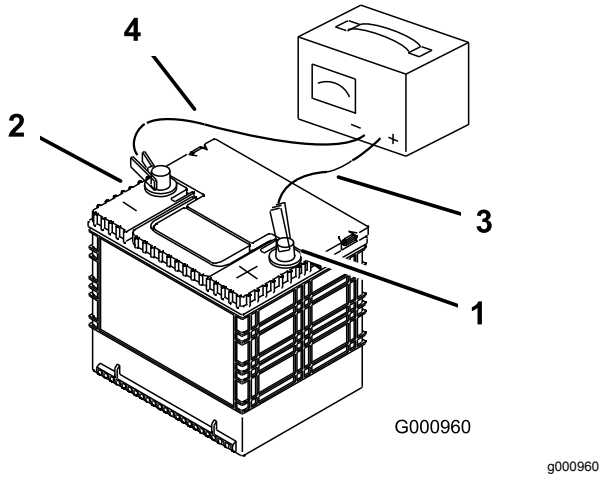

**Figuur 71**
3. Zodra de accu volledig is opgeladen, haalt u de acculader uit het stopcontact en maakt u vervolgens de oplaadkabels los van de accuklemmen (Figuur 71).